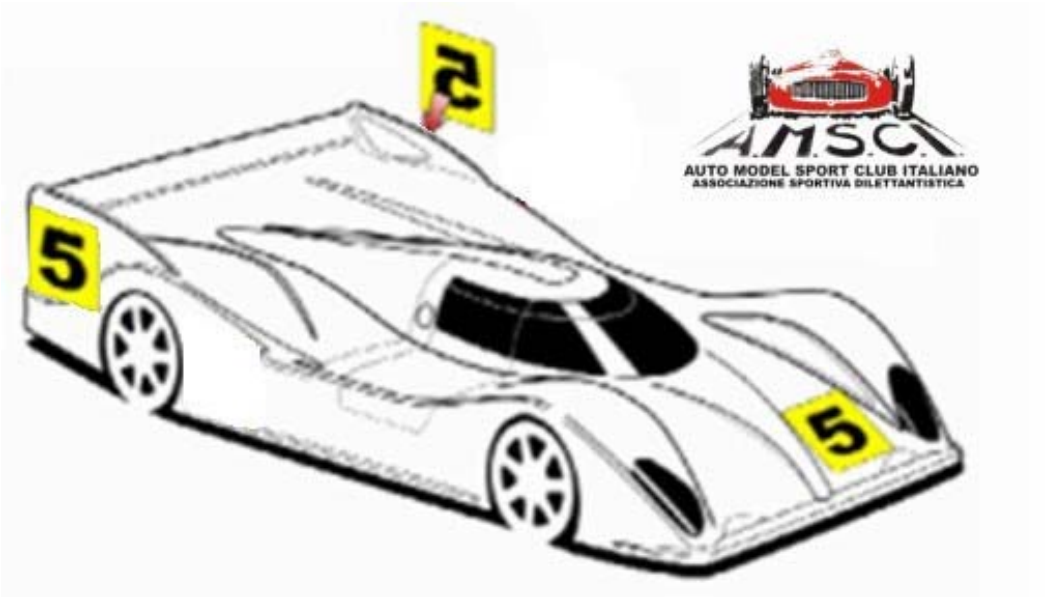

Figura 5: Disposizione corretta dei numeri di gara sul modello in scala 1/8 Pista IC
4.9.3 **Disposizione numeri di gara Pista 1/8 IC**: prima della partenza delle manche di qualifica e delle fasi finali i Piloti sono obbligati a posizionare sulla propria carrozzeria i numeri di gara, consegnati dagli Organizzatori, con la disposizione mostrata in Figura 5, al fine di garantire una maggiore visibilità da parte della Direzione di Gara. La non corretta posizione dei numeri gara comporta il richiamo del modello del Pilota, da parte del Direttore di Gara, in modo tale che questi li disponga come da Regolamento (vedi Figura 5).